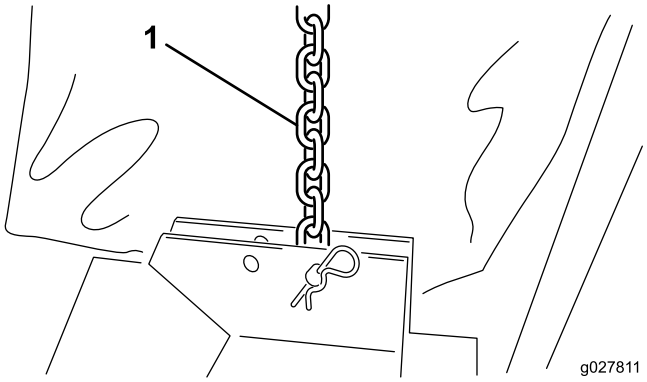

Figuur 3
3. Verbind de hefkettingen met de overeenkomende dekbeugel; gebruik hierbij een gaffelpen en een R-pen (Figuur 3).